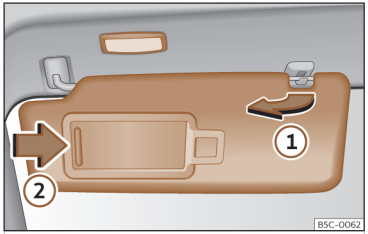

Fig. 107 Parasol.
- El parasol puede extraerse de la fijación y girarse hacia la puerta ››› **fig. 107** ①.